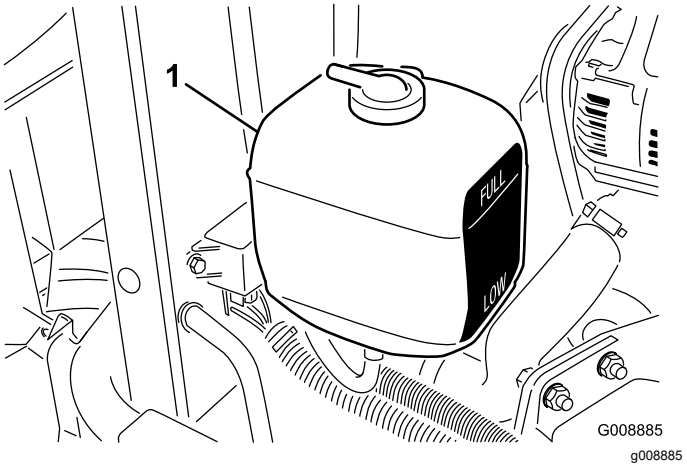

Figur 29
2. Kontrollera kylvätskenivån i expansionstanken (Figur 29). När motorn är kall bör kylmedelnivån ligga halvvägs mellan markeringarna på sidan av tanken.